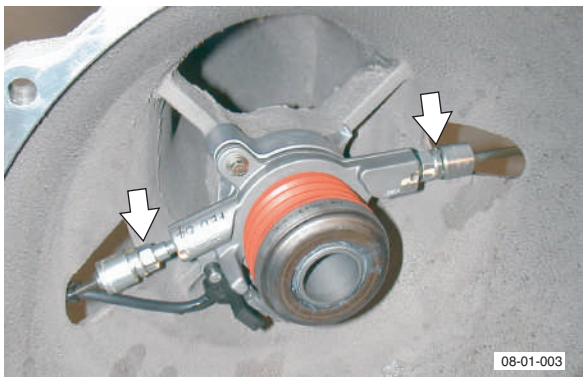

Fig. 1
6. Loosen and remove pipe adaptors (x2) from slave cylinder (see Fig. 1).